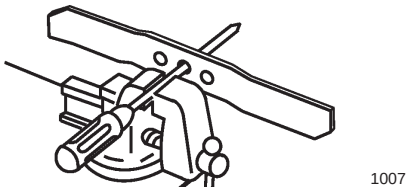

Figur 29
1. Kontrollera knivens balans genom att hänga upp kniven i dess mittersta hål på en spik eller skruvmejsel som fästs horisontellt i ett skruvstäd (figur 29).